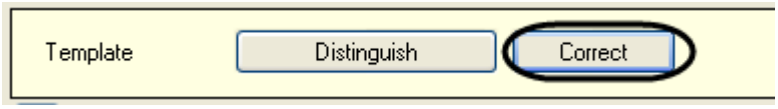

Figure 12.14-19 Correcting the configuration in INTELLECT software
5.1 Click the “Correct” button in the “Template” field (Figure 12.14-19).